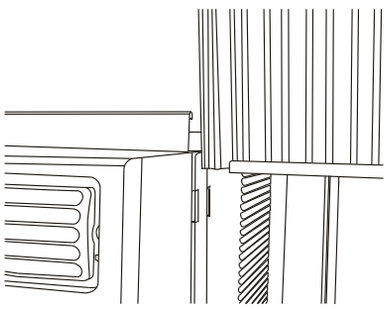

Fig.2
B. Deslice el extremo libre de la sección "I" del panel directamente en el mueble como se muestra en la Fig. 2. Deslice el panel hacia abajo. Asegúrese de dejar suficiente espacio para deslizar la parte superior e inferior del marco en los rieles del mueble.